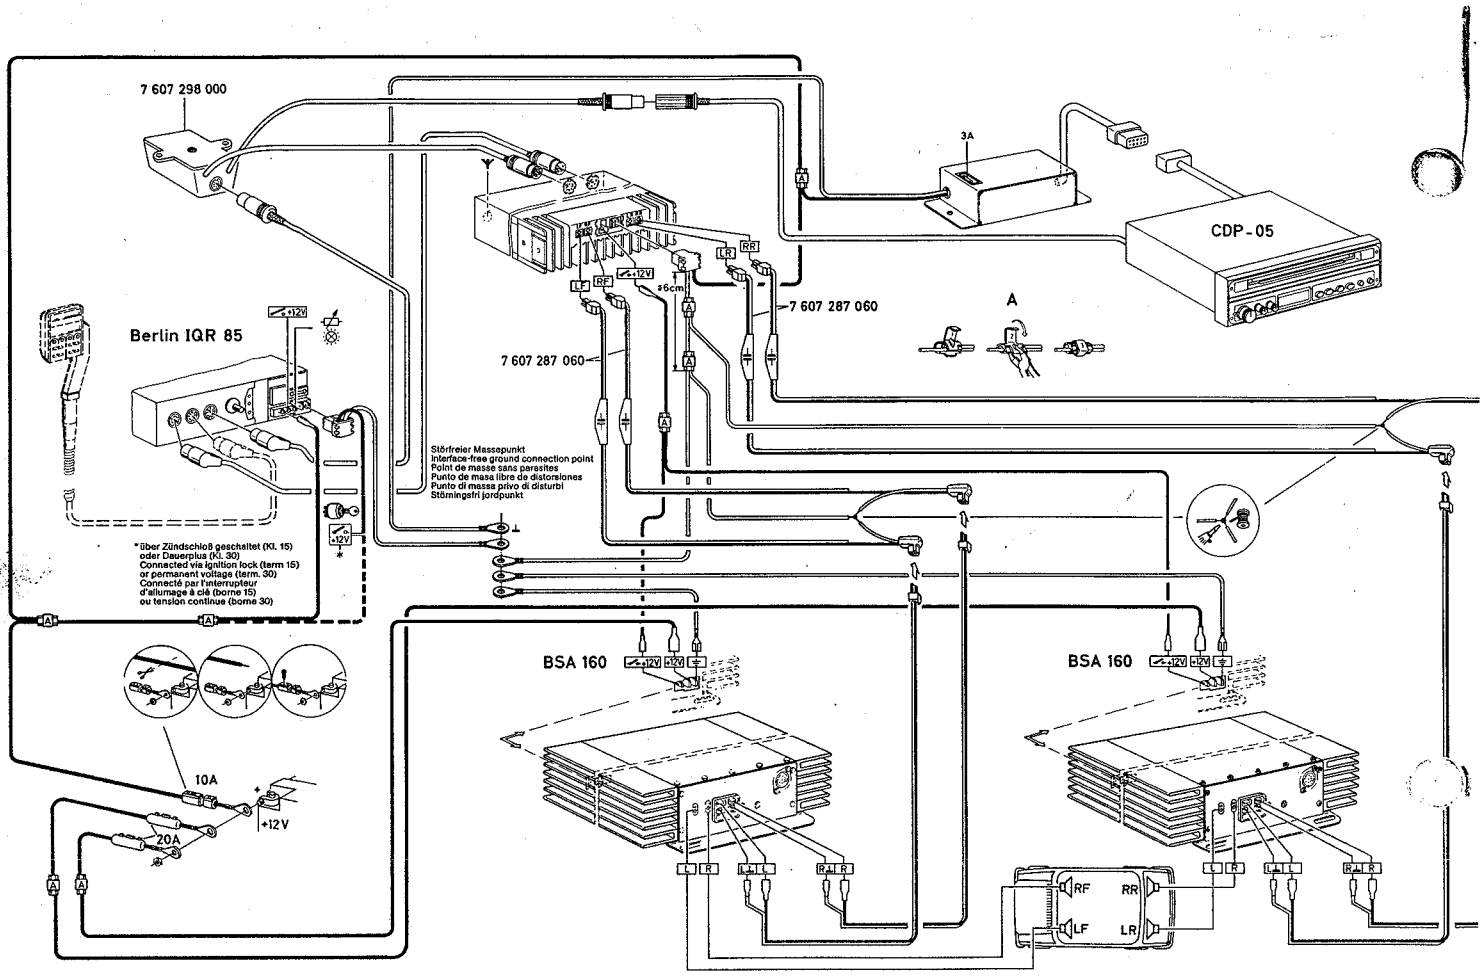

Fig. 12
7. Anschluß für Autoradio Berlin IQR 85 und Amplifier (z.B. BQA 160 oder 2xBSA 160) mit Interfaceregler 7 607 298 000 und Interfacekabel 7 607 287 060, siehe Fig. 12.
7. Connection of car radio Berlin IQR 85 and amplifier (e.g.,-BQA 160 or 2xBSA 160) by means of interface control 7 607 298 000 and interface cable 7 607 287 060, see fig. 12.
7. Raccordement de l'autoradio Berlin IQR 85 et d'un amplificateur (p. ex. BQA 160 ou 2xBSA 160) à l'aide du régulateur d'interface 7 607 298 000 et du câble d'interface 7 607 287 060, voir fig. 12.
7. Conexión del autorradio Berlin IQR 85 y un amplificador (p. ej. BQA 160 o 2xBSA 160) por medio del regulador de interface 7 607 298 000 y del cable de interface 7 607 287 060, véase Fig. 12.